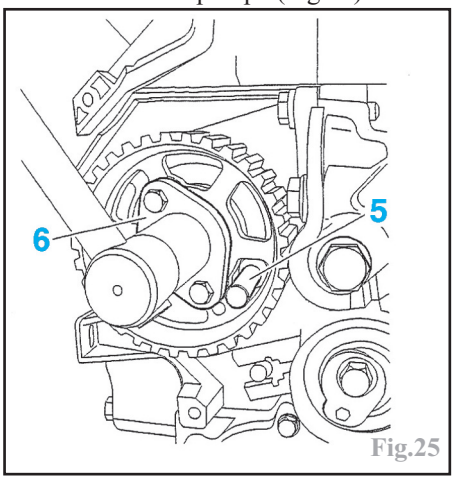

Fig.25
Immobiliser en rotation à l'aide d'une pige (5) (réf constructeur : **(–).0194**–T) la roue dentée de la pompe (Fig.25).